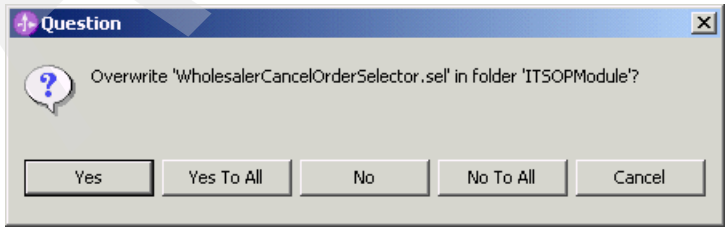

Figure D-21 The Import wizard: Zip file page Question window
e. In the Question window (Figure D-21), click **Yes To All**.